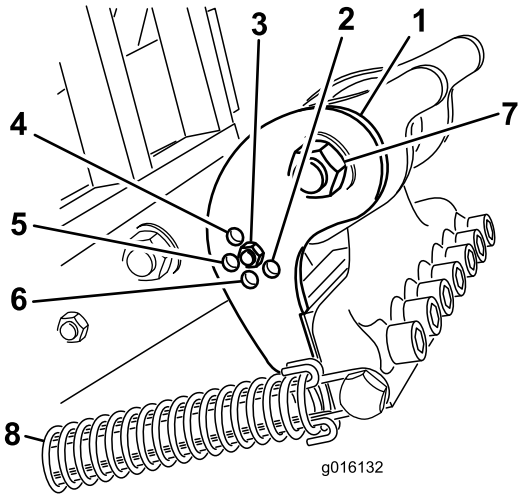

Figur 35
Indstil hældningsbeslaget (Figur 35) til den korrekte position baseret på længden af de tines, der skal bruges. Hovedstoppet indstilles til en af fem forudindstillede positioner ved at vælge det hul, som justeringsstanden er boltet gennem. Disse huller er kun forudindstillede. Ved at bruge en 25,4 cm tine i en 30,48 cm position kan du f.eks. opnå et blødere finish afhængig af brugen.
3. Frigør fjederspændingen på tinehovedet (Figur 35).
4. Fjern møtrikken og bolten i justeringshullerne i hældningsbeslaget (Figur 35).